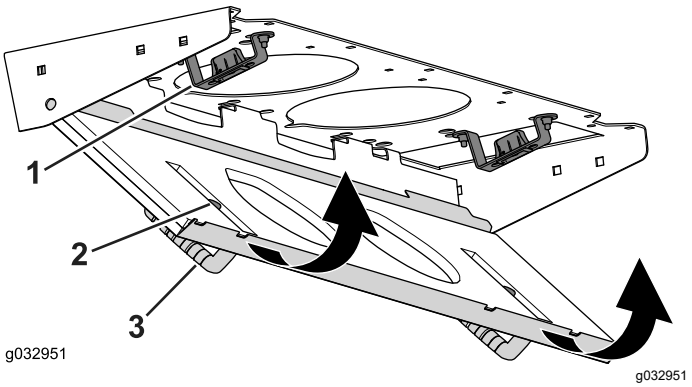

Figuur 147
4. Kantel het filterscherm rond de nokken totdat de vergrendeling aangrijpt in de grendelplaat (Figuur 147).